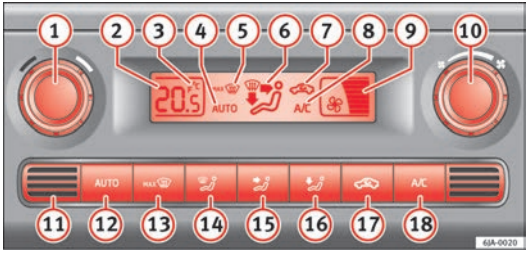

Fig. 99 Climatronic: controls
- AC (18) ⇒ Fig. 99 ⇒ page 136 on.
- Press the AUTO button (12) ⇒ Fig. 99 ⇒ page 136.
Keep the AUTO and AC buttons ⇒ Fig. 99 ⇒ page 136 pressed down at the same time. The data is displayed on the screen in the units required.
The interior temperature sensor (11) ⇒ Fig. 99 ⇒ page 136 is at the bottom. Do not cover it with stickers or the like, as this could have a negative effect on Climatronic operations. ■
– Press the AUTO button (12) ⇒ Fig. 99 and **AUTO** displayed on the screen.
– When you switch on the ignition, control (1) ⇒ Fig. 99 ⇒ page 136 can be used to set the required interior temperature.
– Press button (17) ⇒ Fig. 99 ⇒ page 136 and the symbol is displayed on the screen.
– Press button (17) ⇒ Fig. 99 ⇒ page 136 and the symbol disappears from the screen.
– Turn rotary control (10) ⇒ Fig. 99 ⇒ page 136 anti-clockwise (decrease speed) or clockwise (increase speed).
– Press button MAX (13) ⇒ Fig. 99 ⇒ page 136.
– Press button MAX (13) ⇒ Fig. 99 ⇒ page 136 several times or press the AUTO button.